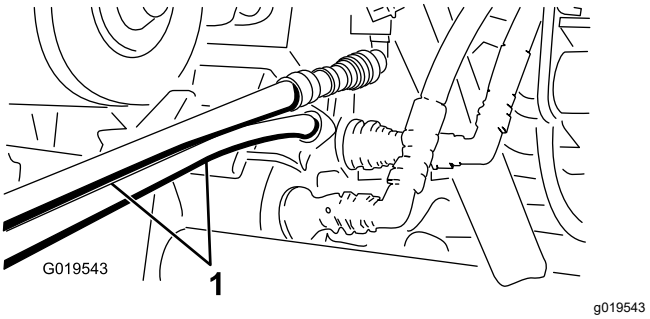

**Figura 75**
5. En la otra máquina, conecte las dos mangueras al acoplamiento que permanece todavía en el soporte de acoplamiento (conecte la manguera superior al acoplamiento superior y la manguera inferior al acoplamiento inferior) (Figura 75).